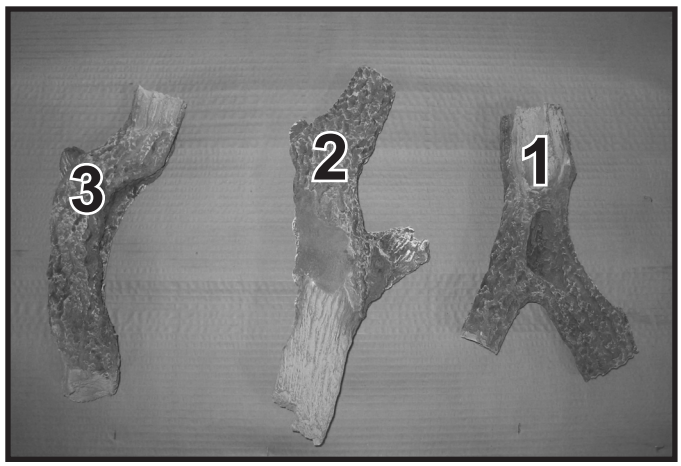
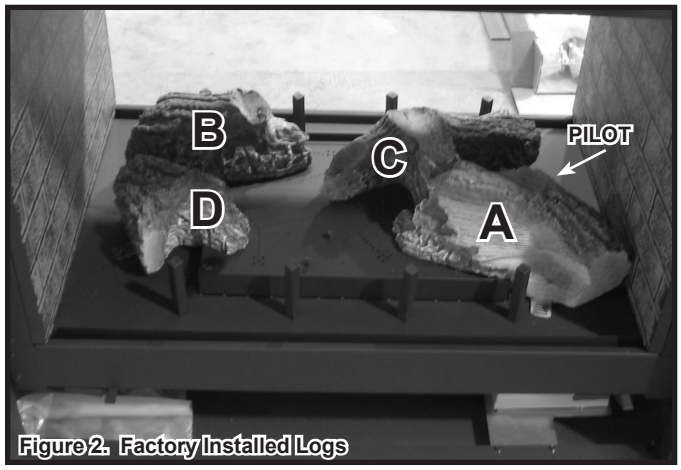

Figure 1. Log Assembly Location
Figure 2. Factory Installed Logs
STEP 1. ***CAUTION! Logs are fragile!*** Carefully remove the logs and cardboard tray from the inside of the fireplace. See Figure 1. Remove the microfoam and inspect the logs for damage. Inspect the four factory installed logs for damage. Locate the pilot in order to verify your position in relation to the appliance. See Figure 2.